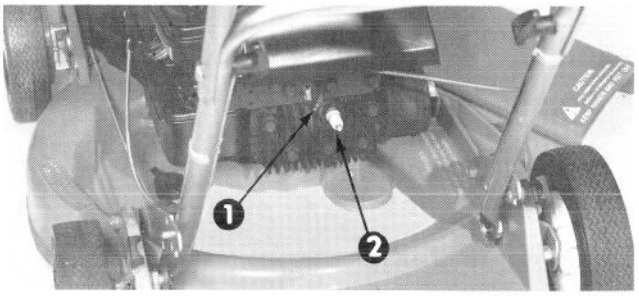

Figure 20
1. Remove spark plug (Fig. 20).